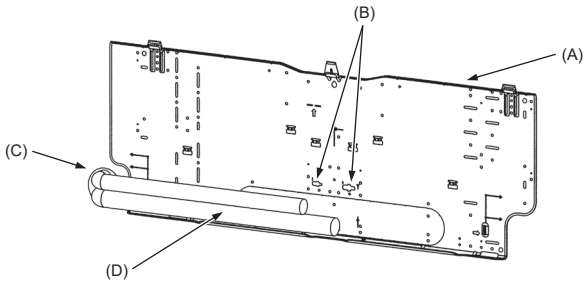

Fig. 3-5
3.3. Lors de l’insertion des tuyaux dans le mur (Fig. 3-5)